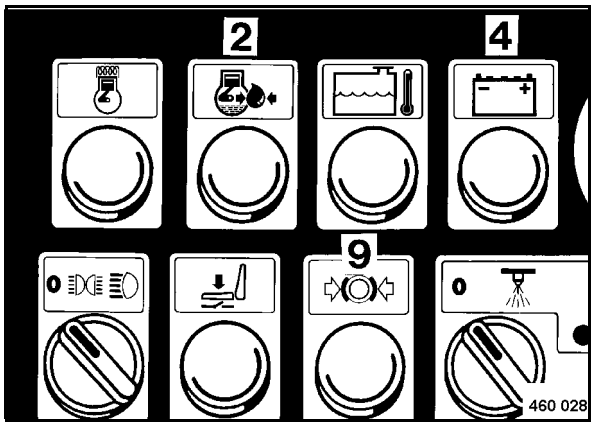

Fig. 41
Oil pressure warning light 2 (Fig. 41), charge congtrol light (4) and parking brake warning light (9) light up.